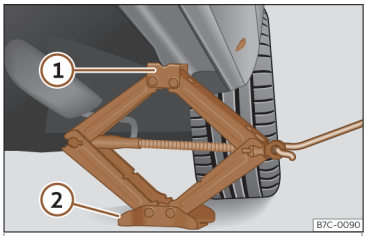

Fig. 36 Larguero: colocación del gato del vehículo.
- Gire la manivela del gato, situado bajo el punto de apoyo del larguero, para elevarlo hasta que la pestaña ① ››› **fig. 36** quede situada bajo el alojamiento previsto.
- Alinee el gato de modo que la pestaña ① “agarre” en el alojamiento previsto del larguero y la placa base móvil ② quede apoyada en el suelo. La placa base ② debe caer en la vertical respecto al punto de apoyo ①.